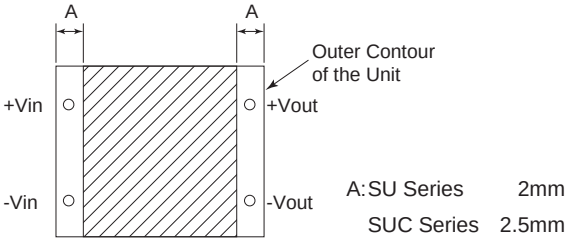

Fig.6.1 Area where Pattern Layout should not be Placed for SU/SUC
■Do not place a rand or a pattern layout in the hatched area shown in Fig. 6.1, 6.2. Doing so may cause insulation failure on the PCB surface on which the power supply is mounted.